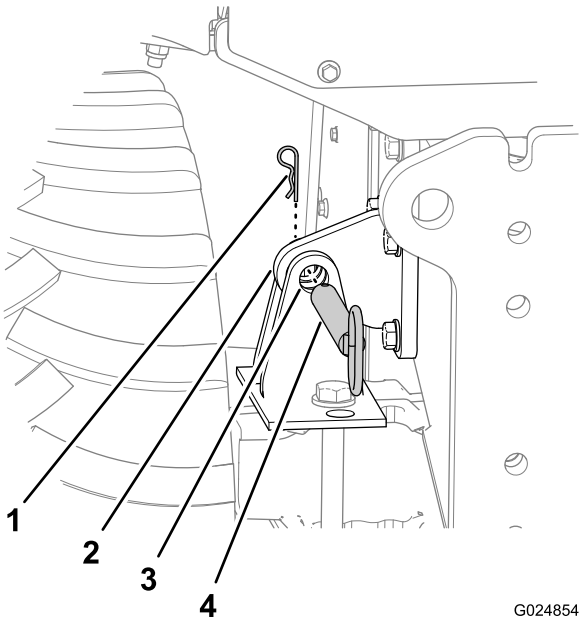

Figura 49
1. Remova o grampo tipo “R” do pino de bloqueio de inclinação no suporte de bloqueio do chassi (Figura 49).
2. Remova o pino de bloqueio de inclinação dos orifícios no suporte de bloqueio do chassi e no suporte de bloqueio do eixo (Figura 49).
1. Use a chave de inclinação para alinhar o orifício no suporte de bloqueio do chassi com os orifícios no suporte de bloqueio do eixo (Figura 49).
4. Insira totalmente o pino de bloqueio de inclinação através dos orifícios horizontais no suporte de bloqueio do chassi e no suporte de bloqueio do eixo (Figura 49).
5. Prenda o pino de bloqueio de inclinação no suporte de bloqueio do chassi com o grampo tipo “R” (Figura 49).